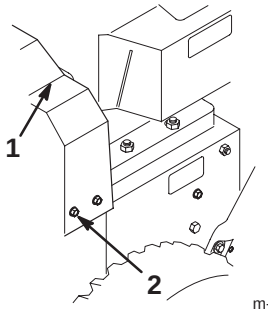

Bild 29
3. Entfernen Sie die drei Schrauben, mit denen die Riemenabdeckung befestigt ist, und legen Sie die Abdeckung zur Seite (Bild 29).